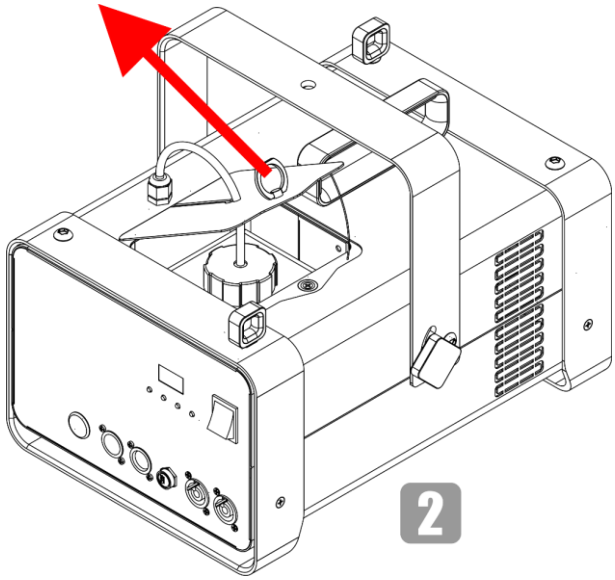

Fig. 10
02) Open the service lid, as shown in Fig. 10.